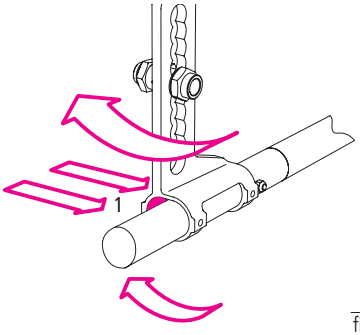

fig. 51
3. A seguire riposizionare le due mezzelune e le viti (1, fig. 51) sul lato opposto.